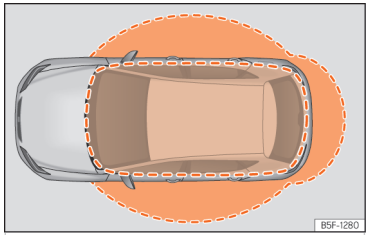

**Fig. 72** Keyless Access: proximity zones.
- The vehicle is unlocked when the vehicle key is detected nearby ››› Fig. 72. All turn signals flash twice.